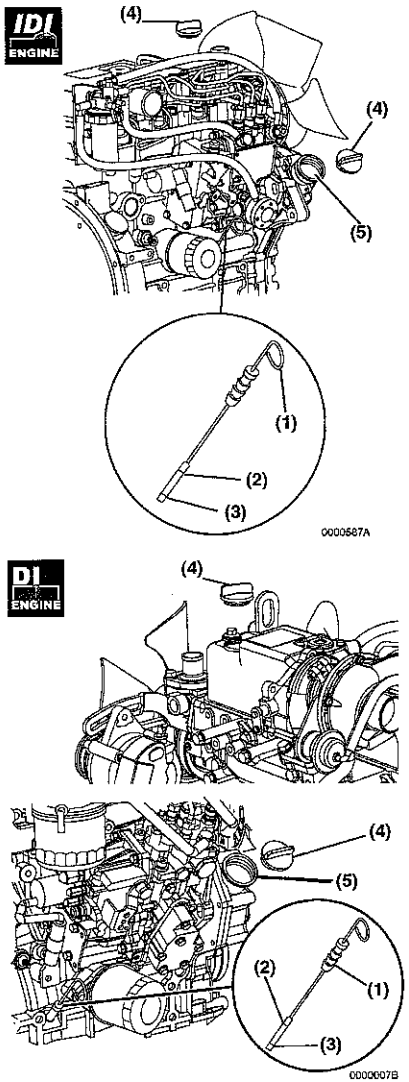

Figura 3
8. Se necessario, aggiungere olio per mezzo del bocchettone di riempimento **(Figura 3, (5))** finché il livello non è compreso fra la linea superiore **(Figura 3, (2))** e inferiore **(Figura 3, (3))** dell'astina di livello **(Figura 3, (1))**.
9. Ripristinare il tappo del bocchettone di riempimento **(Figura 3, (4))**. In caso di fuoriuscita di olio, asciugare con un panno pulito.